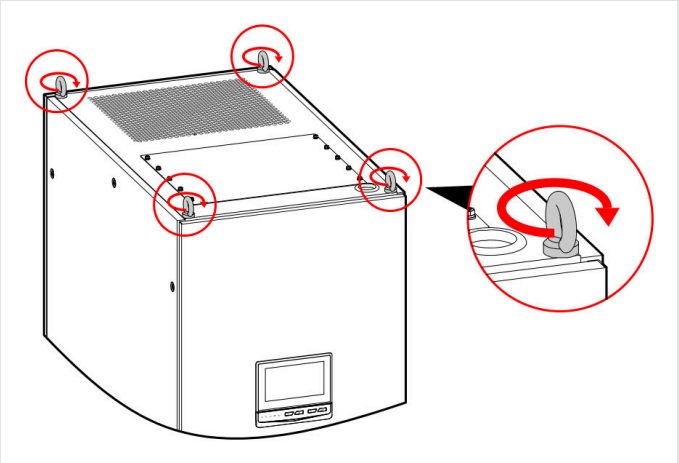

FIGURE 4-9 Fit the four M12 eye bolts
2. Fit the four M12 eye bolts in their place (Figure 4-9).